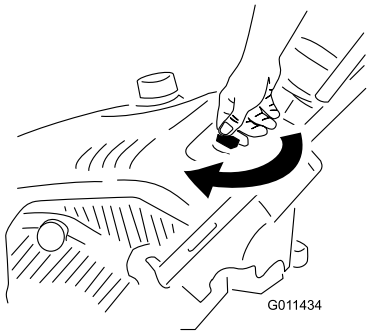

Figure 13
1. Tournez la clé dans le sens horaire en position contact établi (Figure 13).